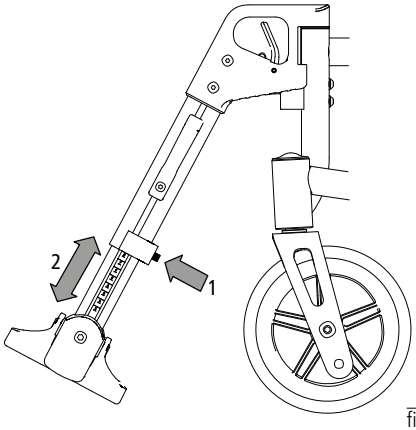

fig. 34
1. Pour le réglage, desserrer la vis située à l'arrière du repose-pied (1, fig. 34) jusqu'à ce que la partie inférieure du repose-pied soit télescopique.
2. Placer la palette repose-pieds dans une position agréable (2, fig. 34) et resserrer la vis. Pour obtenir un réglage en hauteur uniforme des deux côtés, des repères sont prévus sur la partie latérale.